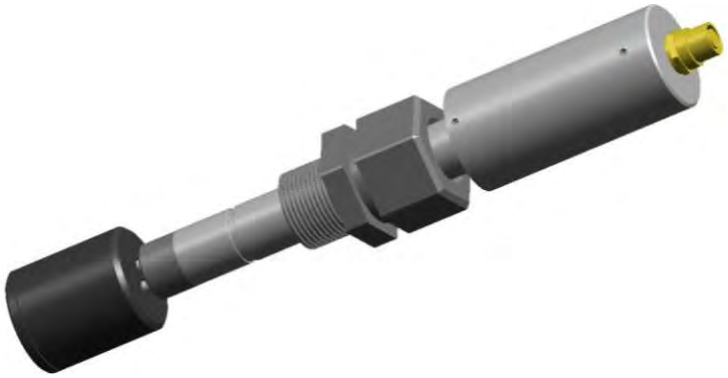

Figura 9. Inserire il sensore nel tappo di calibrazione
- Collegare il sensore al tappo di controllo della taratura e attendere almeno 15 minuti che il sensore effettui tre misurazioni (figura 9)